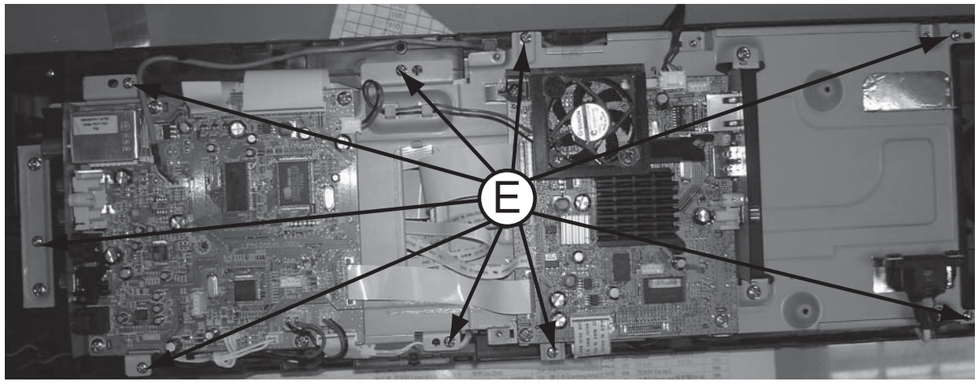

Figure 5
1) Loosen 9 screws “E” at the PCB bracket as shown in figure 5.